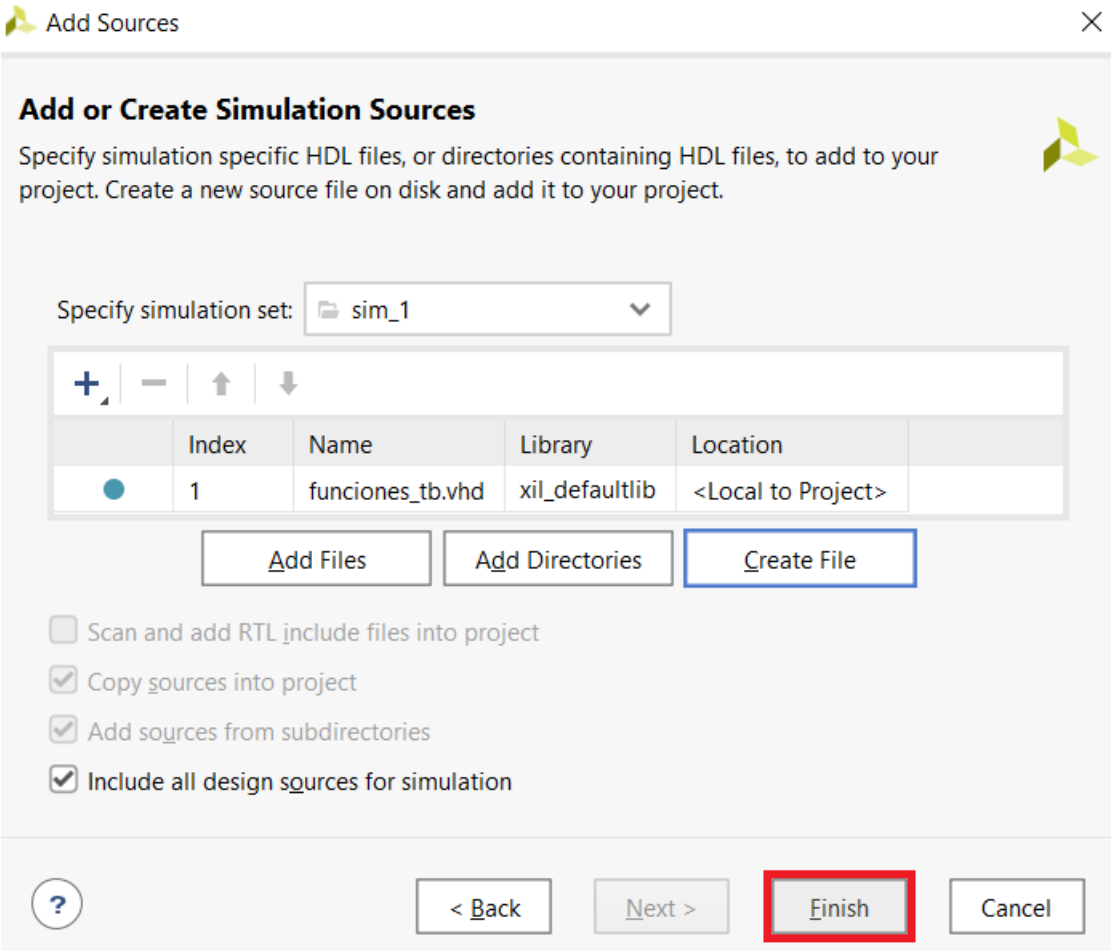

Figura 21. Captura de pantalla de *Add or Create Simulation Sources* con *Finish* resaltado con rectángulo rojo.
5. Una vez ingresado el nombre del test bench, éste aparecerá en la lista que aparece en la ventana *Add or Create Simulation Sources*. Hay que pulsar en *Finish* para terminar (Figura 21).